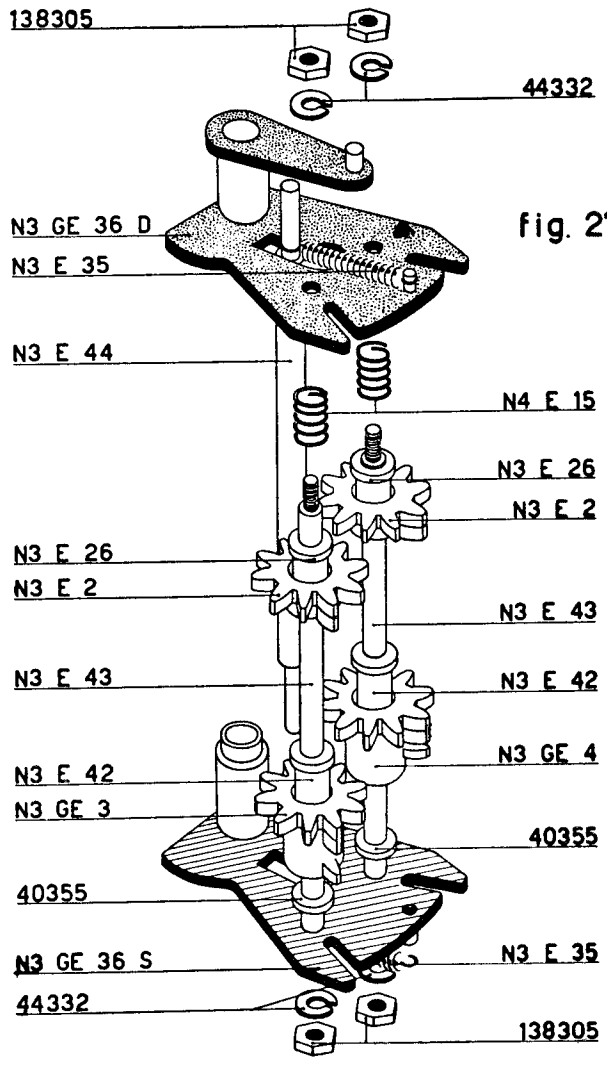

fig. 276
c) Figure 276 - 277
d) Figure 276 - 277